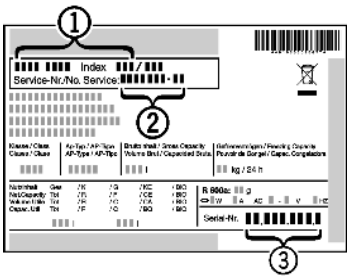

Fig. 8
▶ Read the appliance designation *Fig. 8 (1)*, service No. *Fig. 8 (2)* and serial No. *Fig. 8 (3)* off the type plate located inside the appliance on the left-hand side.
▶ Notify the customer service, specifying the fault, appliance designation *Fig. 8 (1)*, service No. *Fig. 8 (2)* and serial No. *Fig. 8 (3)*.